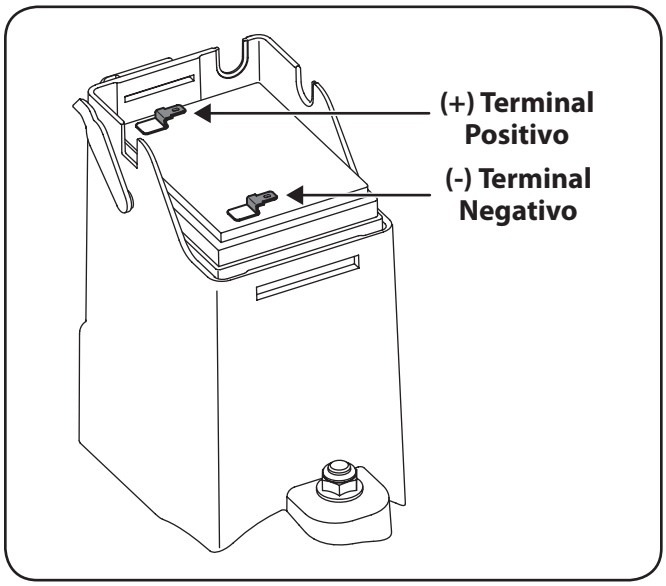

Figura 7-3
3. Reemplace por una nueva batería. Conecte el conductor positivo (rojo) al lado positivo del paquete de batería, luego conecte el lado negativo (negro). Vea Figura 7-3.